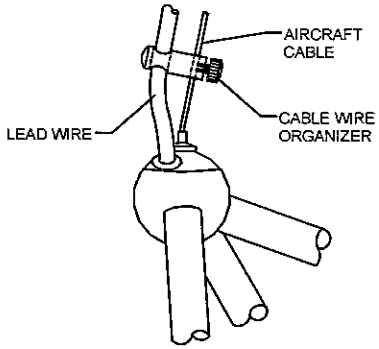

FIGURE-02
2. Insert the 3 cable wire organizer to the leadwire and to the adjacent aircraft cable. (See Figure -02)